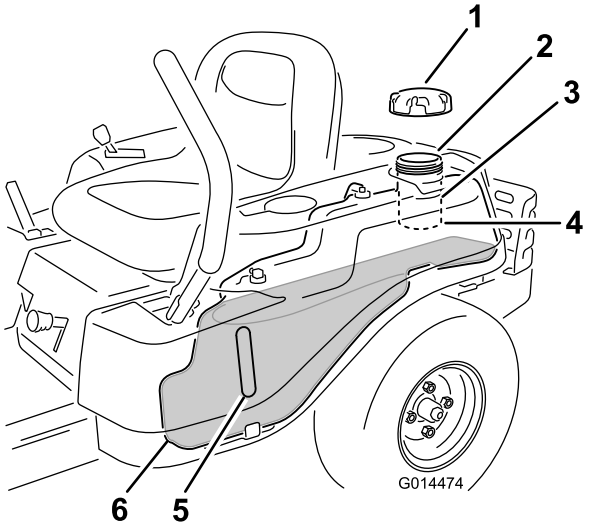

Figur 10
Bemærk: Kontroller brændstofstanden gennem brændstofvinduet, inden der fyldes brændstof på tanken (Figur 10).
2. Fyld**langsomt** almindelig blyfri benzin på brændstoftanken, indtil benzinen når op til bunden af påfyldningsstudsen (Figur 10).